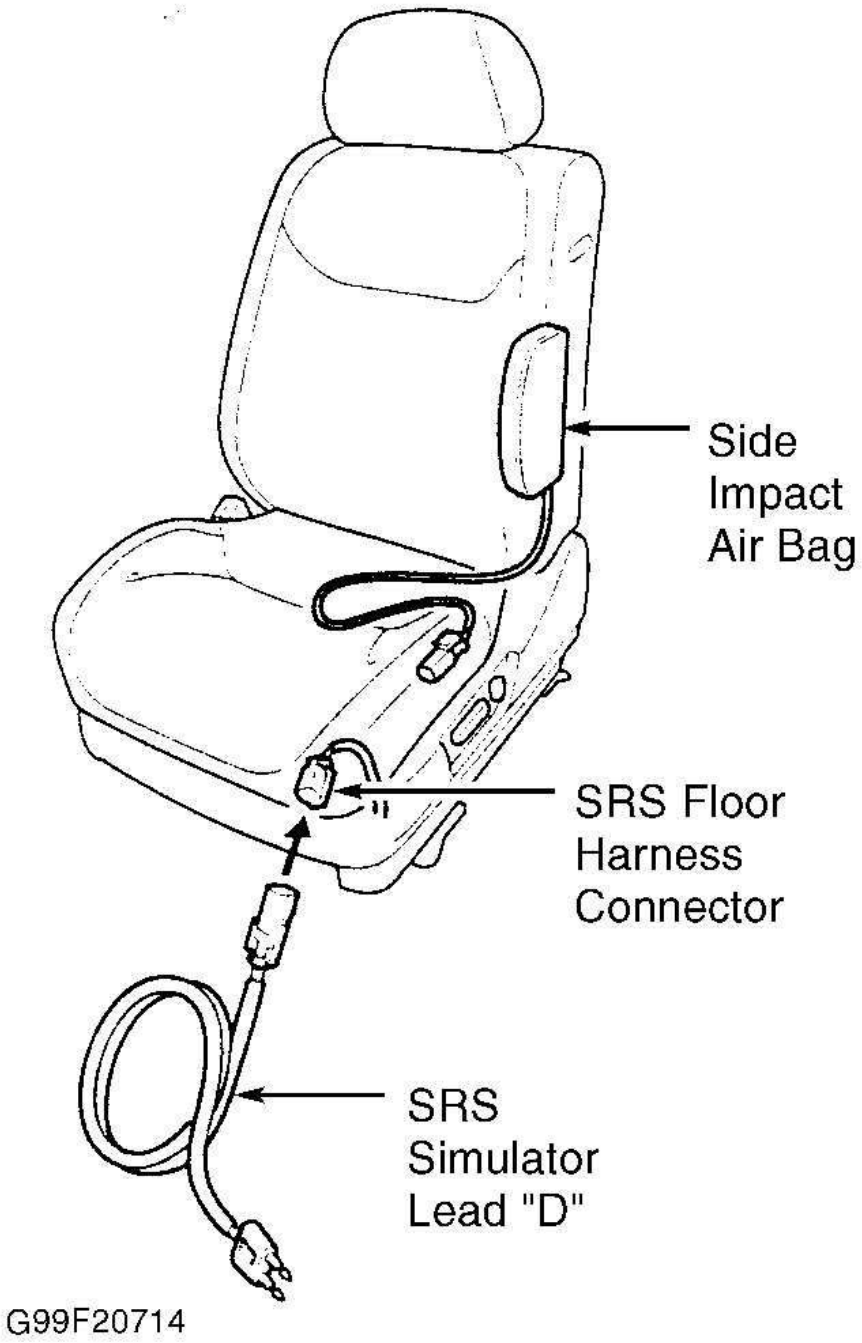

Fig. 32: Connecting SRS Inflator Simulator & Lead To SRS Main Harness (Side-impact Air Bag)
2. Disconnect driver side-impact air bag. Connect SRS Simulator Lead "D" (07XAZ-S1A0200) and SRS Inflator Simulator (07SAZ-TB4011A) to SRS floor harness 2-pin connector. See **Fig. 32** . Reconnect negative battery cable. Erase DTC memory. Retrieve DTCs. If DTC 11-12 is indicated, go to next step. If DTC 11-1 is not indicated, replace driver side-impact air bag assembly. See **DRIVER-SIDE AIR BAG** under REMOVAL & INSTALLATION.
2. Disconnect driver side-impact air bag. Connect SRS Simulator Lead "D" (07XAZ-S1A0200) and SRS Inflator Simulator (07SAZ-TB4011A) to SRS floor harness 2-pin connector. See **Fig. 32** . Reconnect negative battery cable. Erase DTC memory. Retrieve DTCs. If DTC 11-3 is indicated, go to next step. If DTC 11-3 is not indicated, replace driver side-impact air bag assembly. See **DRIVER-SIDE AIR BAG** under REMOVAL & INSTALLATION.
2. disconnect driver side-impact air bag. Connect SRS Simulator Lead "D" (07XAZ-S1A0200) and SRS Inflator Simulator (07SAZ-TB4011A) to SRS floor harness 2-pin connector. See **Fig. 32** . Reconnect negative battery cable. Erase DTC memory. Retrieve DTCs. If DTC 11-4 is indicated, go to next step. If DTC 11-4 is not indicated, replace driver side-impact air bag assembly. See **DRIVER-SIDE AIR BAG** under REMOVAL & INSTALLATION.
2. Disconnect driver side-impact air bag. Connect SRS Simulator Lead "D" (07XAZ-S1A0200) and SRS Inflator Simulator (07SAZ-TB4011A) to SRS floor harness 2-pin connector. See **Fig. 32** . Reconnect negative battery cable. Erase DTC memory. Retrieve DTCs. If DTC 11-5 is indicated, go to next step. If DTC 11-5 is not indicated, replace driver side-impact air bag assembly. See **DRIVER-SIDE AIR BAG** under REMOVAL & INSTALLATION.
2. Disconnect passenger side-impact air bag. Connect SRS Simulator Lead "D" (07XAZ-S1A0200) and SRS Inflator Simulator (07SAZ-TB4011A) to SRS floor harness 2-pin connector. See **Fig. 32** . Reconnect negative battery cable. Erase DTC memory. Retrieve DTCs. If DTC 12-1 is indicated, go to next step. If DTC 12-1 is not indicated, replace passenger side-impact air bag assembly. See **DRIVER-SIDE AIR BAG** under REMOVAL & INSTALLATION.
SRS Inflator Simulator (07SAZ-TB4011A) to SRS floor harness 2-pin connector. See **Fig. 32** . Reconnect negative battery cable. Erase DTC memory. Retrieve DTCs. If DTC 12-3 is indicated, go to next step. If DTC 12-3 is not indicated, replace passenger side-impact air bag assembly. See **DRIVER-SIDE AIR BAG** under REMOVAL & INSTALLATION.
2. Disconnect passenger side-impact air bag. Connect SRS Simulator Lead "D" (07XAZ-S1A0200) and SRS Inflator Simulator (07SAZ-TB4011A) to SRS floor harness 2-pin connector. See **Fig. 32** . Reconnect negative battery cable. Erase DTC memory. Retrieve DTCs. If DTC 12-4 is indicated, go to next step. If DTC 12-4 is not indicated, replace passenger side-impact air bag assembly. See **DRIVER-SIDE AIR BAG** under REMOVAL & INSTALLATION.
2. Disconnect passenger side-impact air bag. Connect SRS Simulator Lead "D" (07XAZ-S1A0200) and SRS Inflator Simulator (07SAZ-TB4011A) to SRS floor harness 2-pin connector. See **Fig. 32** . Reconnect negative battery cable. Erase DTC memory. Retrieve DTCs. If DTC 12-5 is indicated, go to next step. If DTC 12-5 is not indicated, replace passenger side-impact air bag assembly. See **DRIVER-SIDE AIR BAG** under REMOVAL & INSTALLATION.